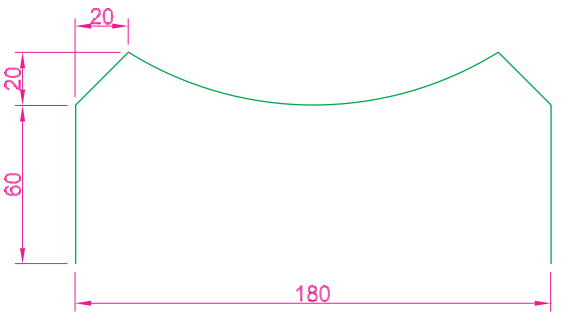
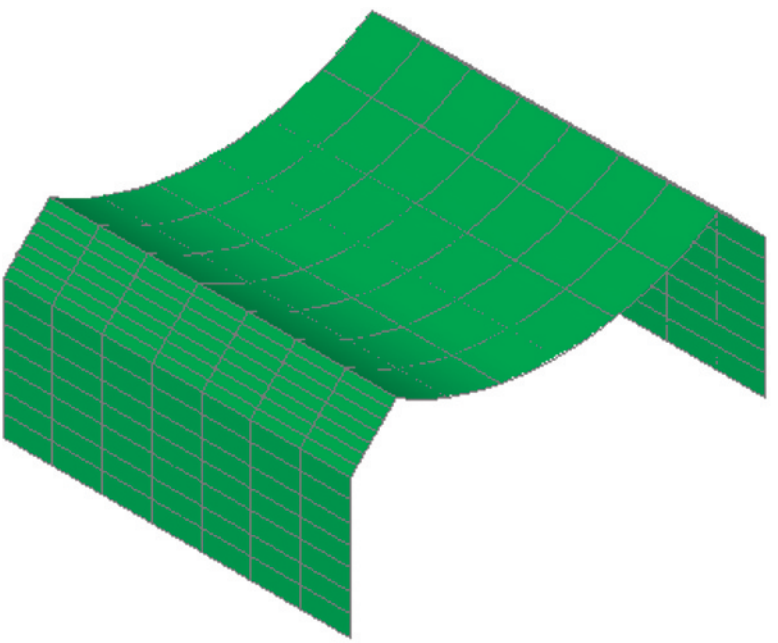

Fig. 15.51 Exercise 6 – outline to be extruded
Fig. 15.52 Exercise 6
6. In the **Right** view construct the lines and arc in Fig. 15.51 on a layer colour **green**. Extrude the lines and arc to a height of **180**, place in the **Southwest Isometric** view and in the shade style **Visual Styles/ Realistic** (Fig. 15.52).